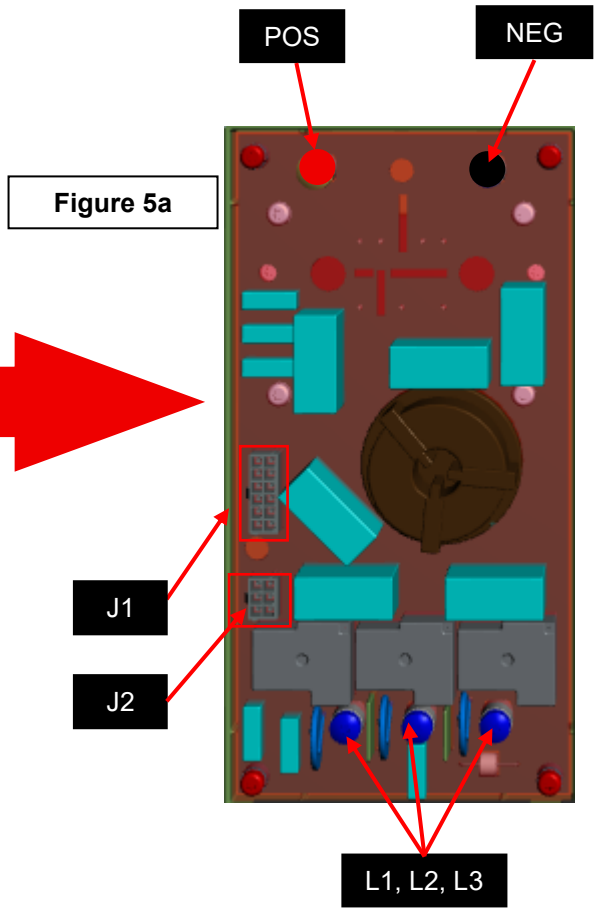

Figure 5a
6. Before switch to ON the machine main switch check between EMI filter input voltage points **L1, L2 and L3** for 400Vac +/- 10%. **See figure 5a**
8. Check between **POS** and **NEG** for 565 Vdc +/-10%. **See figure 5a**